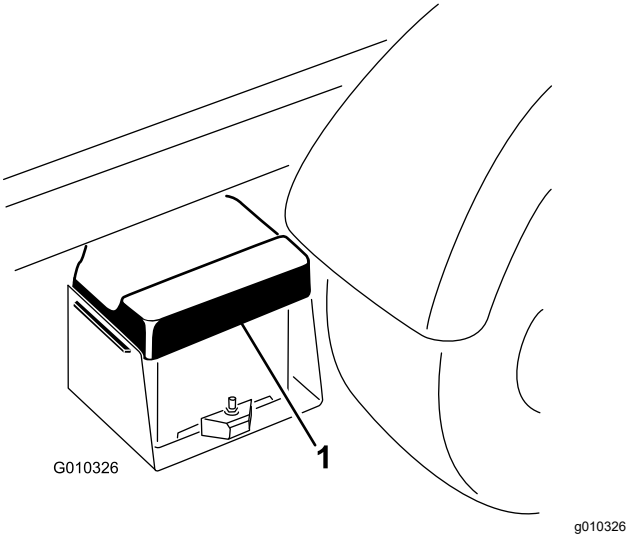

図 42
1. バッテリーカバーをたわめて、タブをバッテリーベースから外し、カバーをバッテリーから取り外す図 42 。